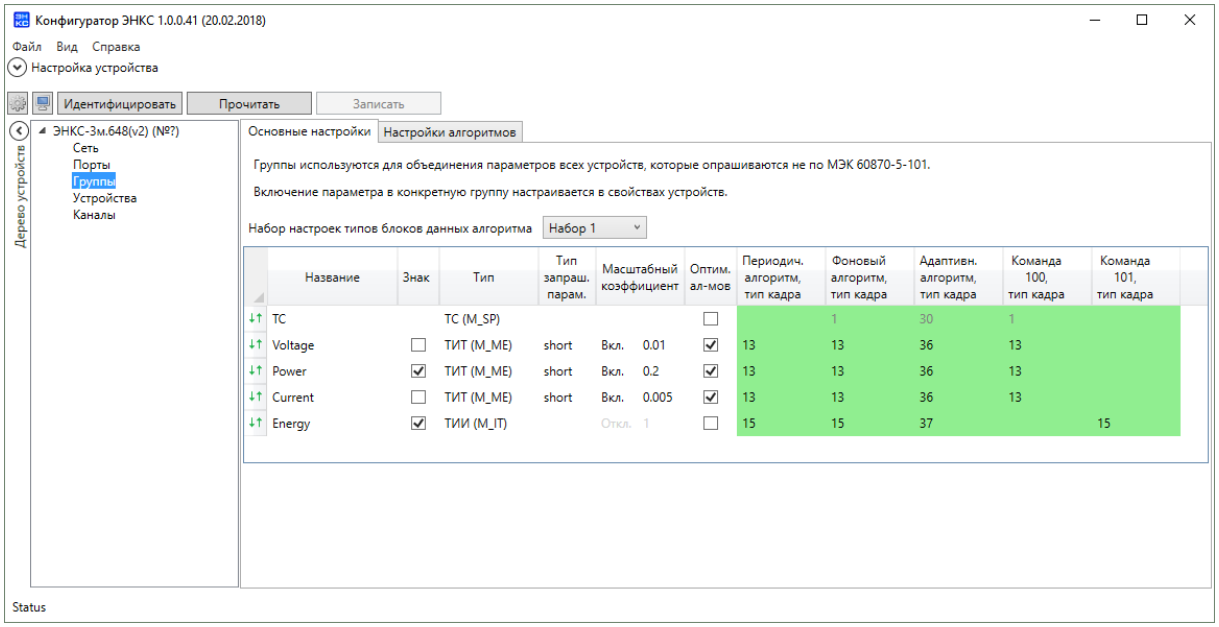

Рисунок 2.15. Настройка групп. Тип данных, тип кадра.
2.8.2 Затем для группы параметров задается необходимый тип кадра по каждому алгоритму, при необходимости устанавливается масштабный коэффициент для перевода в реальные значения (рис. 2.15).